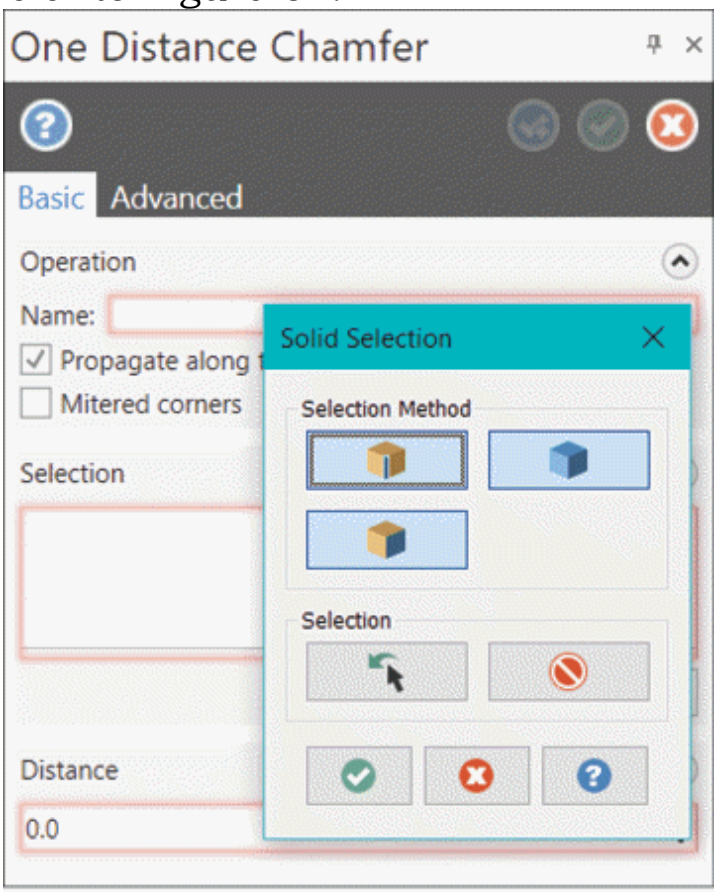

Figure-56. One Distance Chamfer Manager
- Click on the **One Distance Chamfer** tool from the **Modify** group of **Solids** tab in the **Ribbon**. The **One Distance Chamfer Manager** will be displayed with **Solid Selection** dialog box; refer to Figure-56.